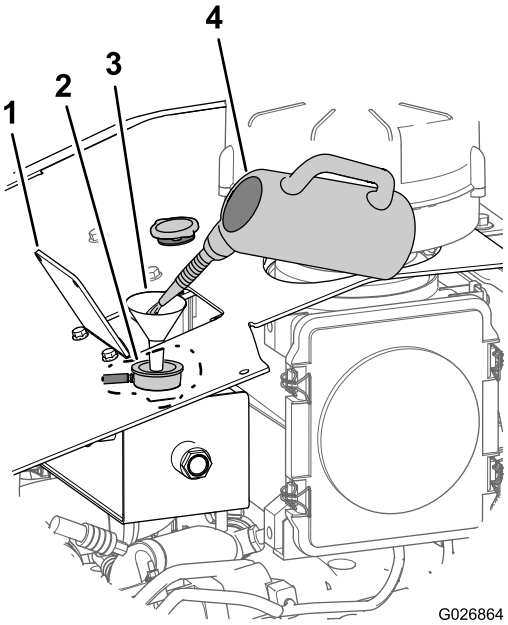

Rysunek 101
B. Napełnij układ chłodzenia roztworem czyszczącym, wprowadzając go przez szyjkę wlewu zbiornika wyrównawczego (Rysunek 101).